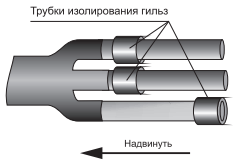

Рисунок 9
4.21 На жилы одного из кабелей надеть термоусаживаемые трубки для изолирования гильз, сдвинув их к основанию перчатки (рисунок 9).